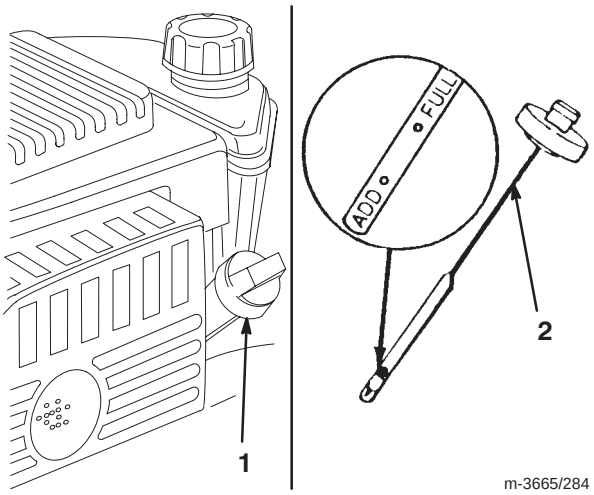

Abbildung 8
Vor jedem Einsatz darauf achten, daß der Ölstand zwischen den Markierungen *Add* und *Full* am Peilstab liegt (Abb. 8).
2. Den Bereich um den Peilstab herum reinigen (Abb. 8).
6. Den Ölstand am Peilstab ablesen (Abb. 8).